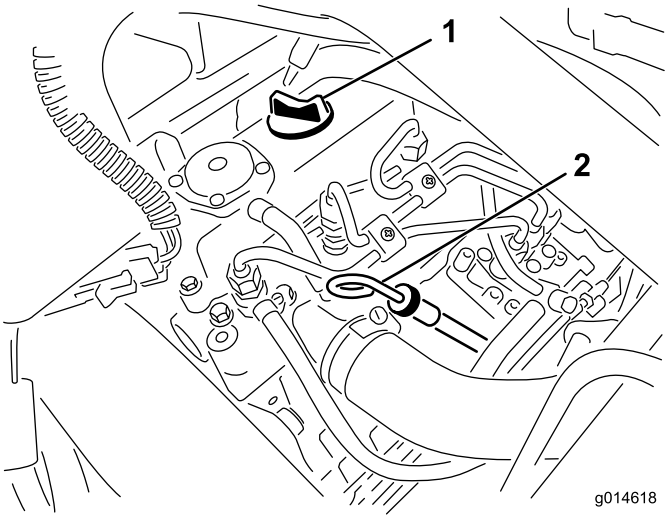

Figur 28
2. Ta ut oljestickan och torka av den med en ren trasa (Figur 28). Sätt ner oljestickan i röret och se till att den sitter fast ordentligt. Avlägsna oljestickan från röret och kontrollera oljenivån. Om oljenivån är låg, tar du av påfyllningslocket från ventilhuset och häller **sakta** på tillräckligt med olja tills nivån når upp till markeringen ”Full” på oljestickan. Fyll sakta på oljan och kontrollera nivån med jämna mellanrum. **Fyll inte på för mycket.**